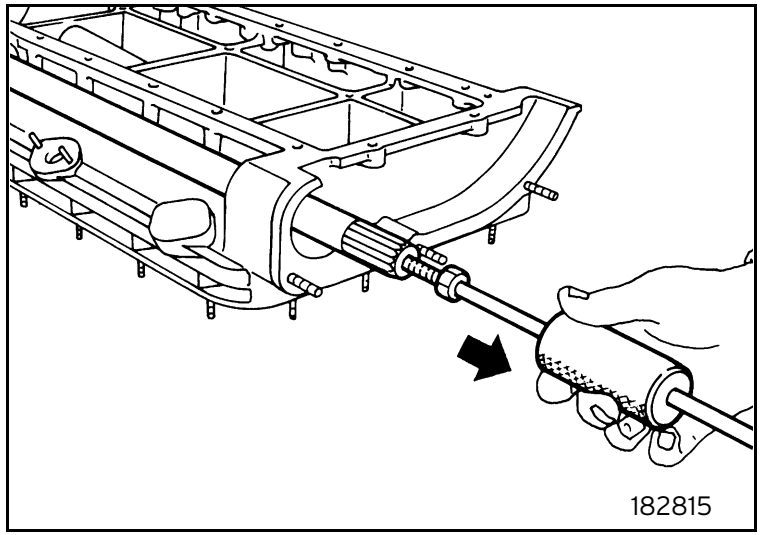

Fig. 15
- Using a ram, remove the shaft and bearing (figure 15).